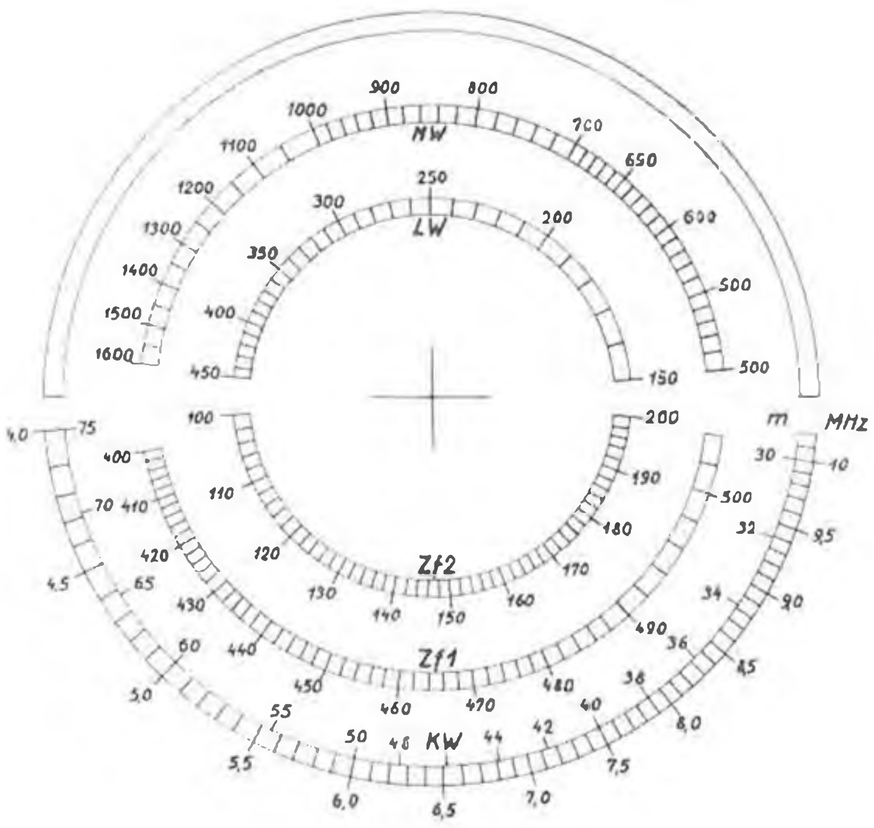

Abb. 29. Skala des Abgleichsenders
12. Aus den verbesserten Eichkurven wird in mehrfach vergrößertem Maßstab mit Zirkel und Winkelmesser die Eichskala gezeichnet und fotografisch auf die richtige Größe gebracht. Abb. 29 zeigt die auf diese Weise hergestellte Skala des Modells. Die obere freie Skala dient zum Markieren von wichtigen Abgleich- und Sendefrequenzen. — Bei der Herstellung der Skala ist der Umweg über die Eichkurve unbedingt vorzuziehen und gibt bedeutend größere Sicherheit gegen Eichfehler als das direkte Markieren der Frequenzen auf der Originalskala.